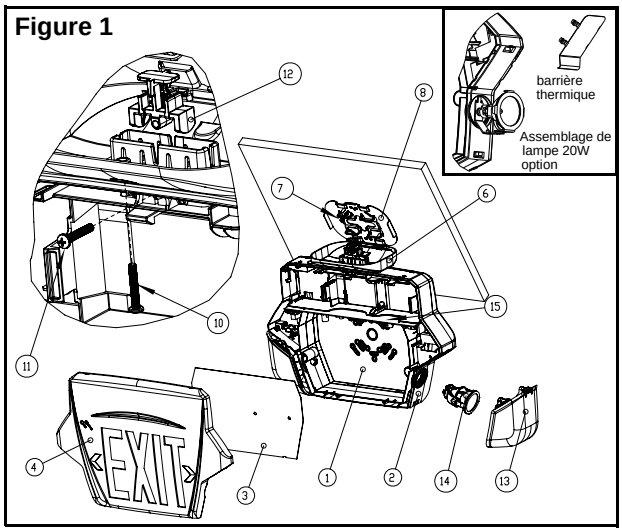
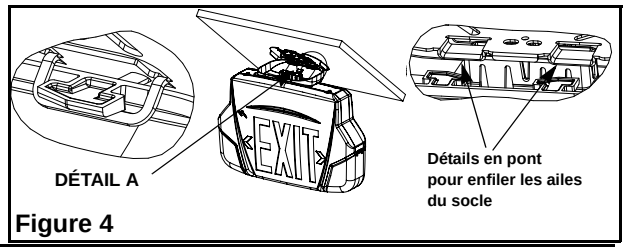

Figure 1
Figure 4
Un socle est requis. Retirer le(s) accumulateur(s) avec le filage. Attacher la plaque de fixation à la boîte de jonction à l'aide des vis de la boîte de jonction(7). Retirer le bouchon d'obturation du trou du dessus du boîtier (5). Passer les fils d'alimentation CA (ainsi que les fils CC pour lampes externes selon le besoin) par le trou et ensuite à travers le socle. Retirer la clé de blocage du socle(12). Fixer le socle dans le trou sur le dessus du boîtier. Réinsérer la clé de blocage du socle dans le socle. Sécuriser l'assemblage avec la vis de fixation du socle(11) (voir fig. 1). Effectuer les connexions des fils tel que requis. Le socle à installation rapide comprend deux ailes pliées vers l'intérieur. Ces ailes lui permettent d'être accroché sur les détails en "U" de la plaque de fixation facilitant ainsi le raccordement du filage (voir fig. 4). Pousser les fils dans la boîte de jonction. Décrocher l'unité et enfiler les ailes du socle dans les détails en "pont" sur la plaque de fixation (voir fig. 4). Sécuriser le socle à la boîte de jonction avec la vis de montage sur plaque (10). Note: utiliser les vis inviolables pour les unités anti-vandalismes.